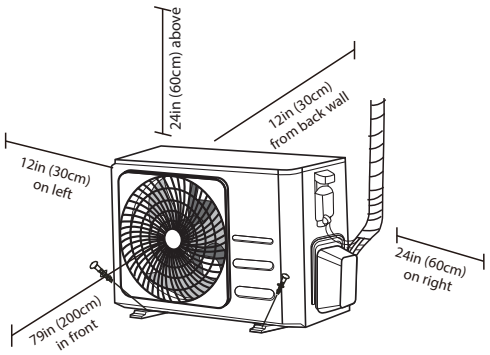

Fig. 10 — Unit Clearances
- Meets all clearance requirements (see Figure 10).